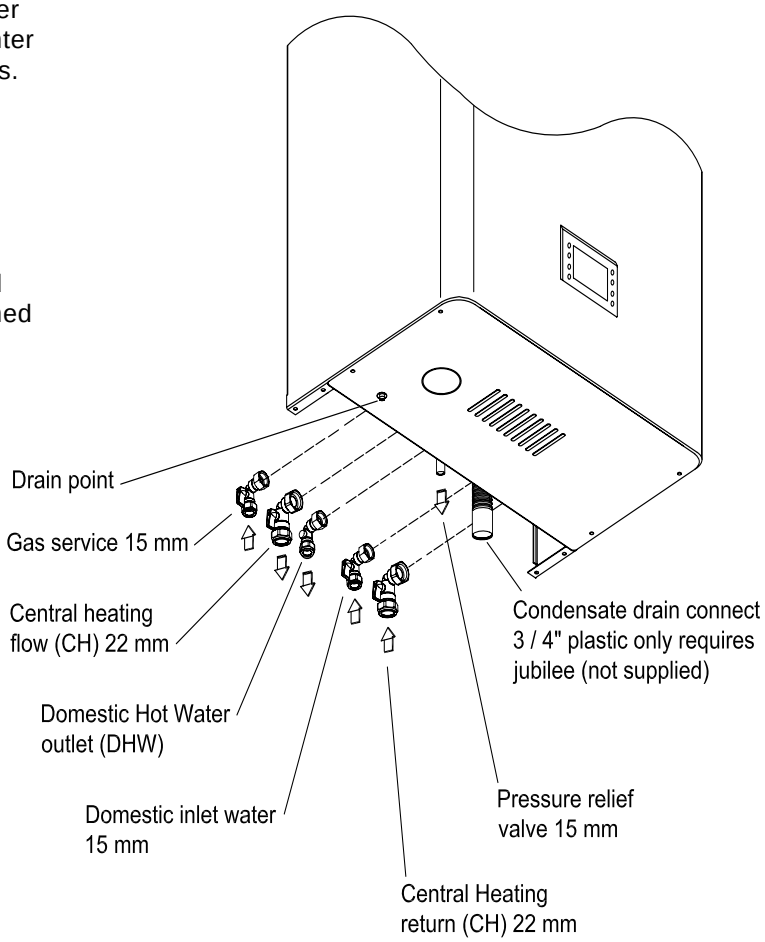

Fig.29
Remove plastic caps from boiler connection and fit valves as per fig. 29 using washers provided.
5.21 GAS CONNECTION (Fig. 29)
5.22 CENTRAL HEATING CONNECTION (Fig. 29)
5.23 DOMESTIC HOT WATER CONNECTION (Fig. 29)
The condensate drain connection is a flexible 3/4” pipe and is therefore adjustable Fig. 29.